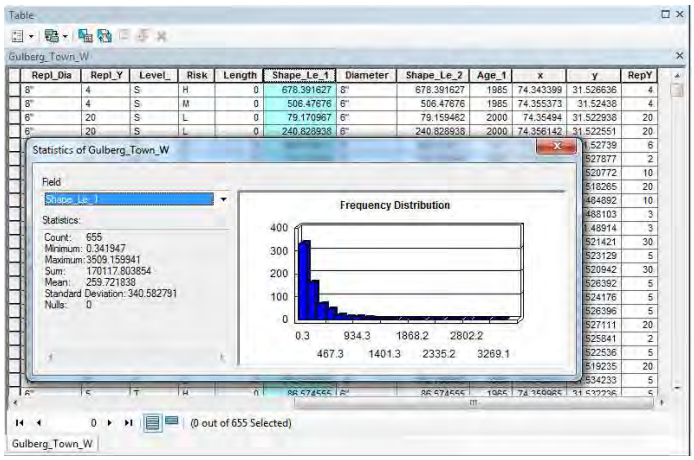

Figure 3.11. Statistics Window
- The statistics of water supply Length of Gulberg sub-division is shown in figure 3.11.